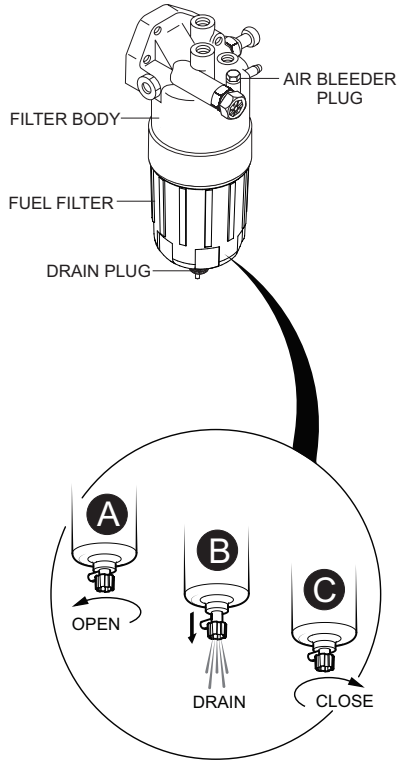

Figure 52. Draining The Fuel Filter
1. Loosen the **air bleeder plug** (Figure 52) on the fuel filter body.
2. To discharge the fuel inside the fuel filter cartridge, open the **drain valve** on the fuel filter by turning the knob **counterclockwise** (Figure 52**A**) approximately 3-1/2 turns until the valve drops down 1 inch (25.4 mm) and draining occurs (Figure 52**B**).
4. At completion of draining, close the drain valve (Figure 52**C**).